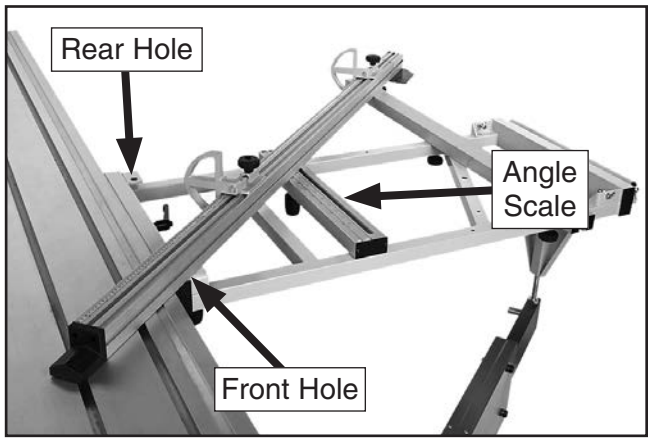
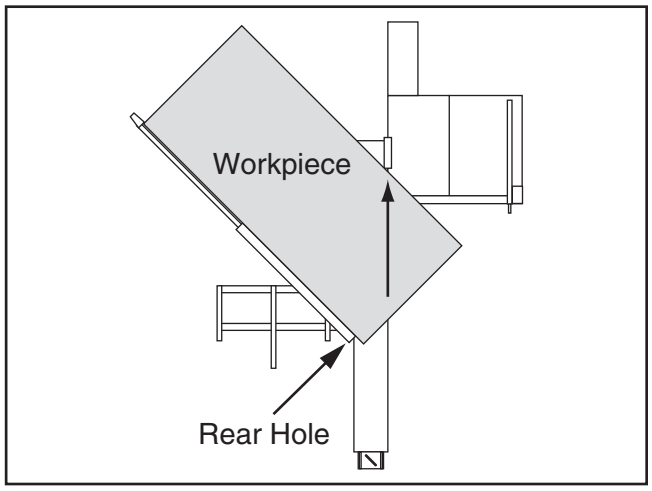

Figure 119. Crosscut fence positioned for miter cut.
Figure 120. Crosscut fence mounted in rear hole for miter cuts from 0° to 45°.
The crosscut fence can be positioned for miter cuts from 0° to 45° (see **Figure 119**) using the front or rear crosscut table holes. The angle scale on top of the crosscut table has a resolution of 1°.
3. Install fence pivot bolt into front or rear holes shown in **Figure 119** to position table for desired angle of cut (see **Figures 120–121**).
8. Load workpiece onto crosscut table. The setup should look similar to **Figures 120–121**.